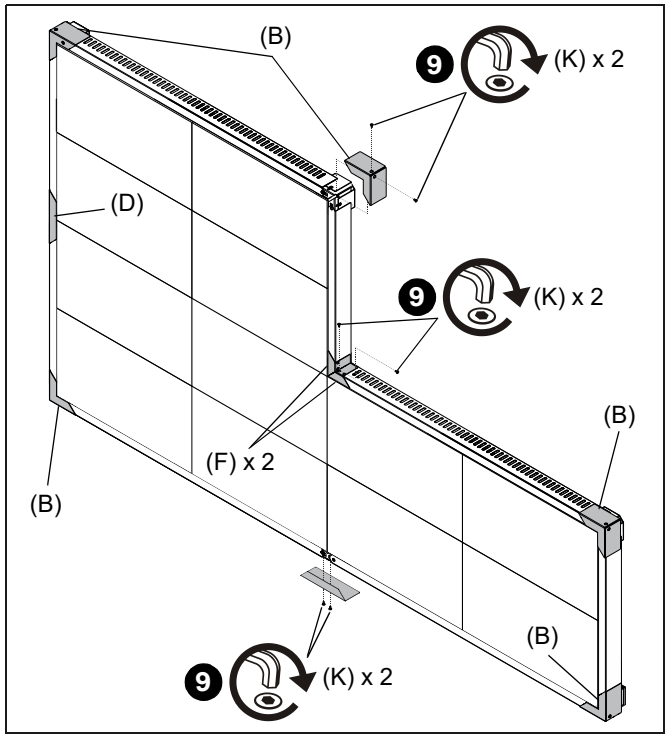

**Figure 7**
9. Install the outside covers (B), inside covers (F), and seam covers (D) over the corner and seam assemblies using two small screws (K) per cover. (See Figure 7)